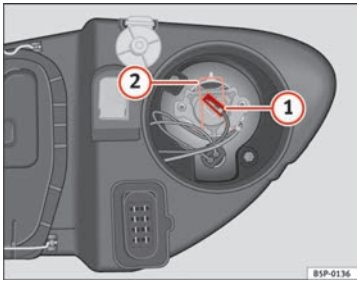

Fig. 187 Main beam headlights
– Remove the connector ⇒ fig. 187 (1) from the bulb.
– Press the spring ⇒ fig. 187 (2) inwards and to the right.